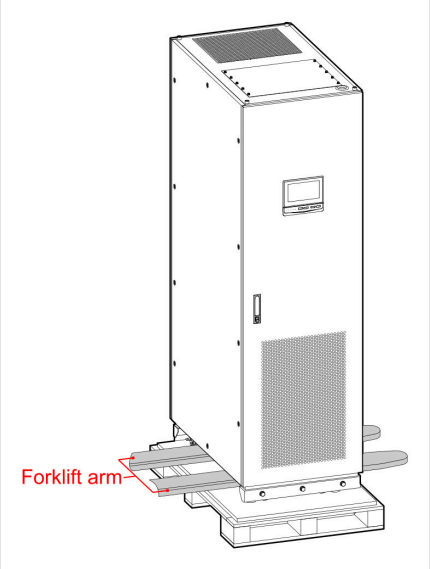

FIGURE 4-13 Lift the UPS off the pallet
3. Lift the UPS off the pallet with a forklift and set it on the floor (Figure 4-13).